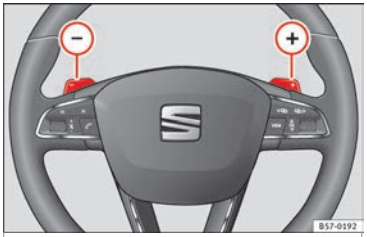

**Fig. 184** Steering wheel: automatic gearbox levers
– Press the gearshift paddle ⊕ to select a higher gear ››› **Fig. 184**.